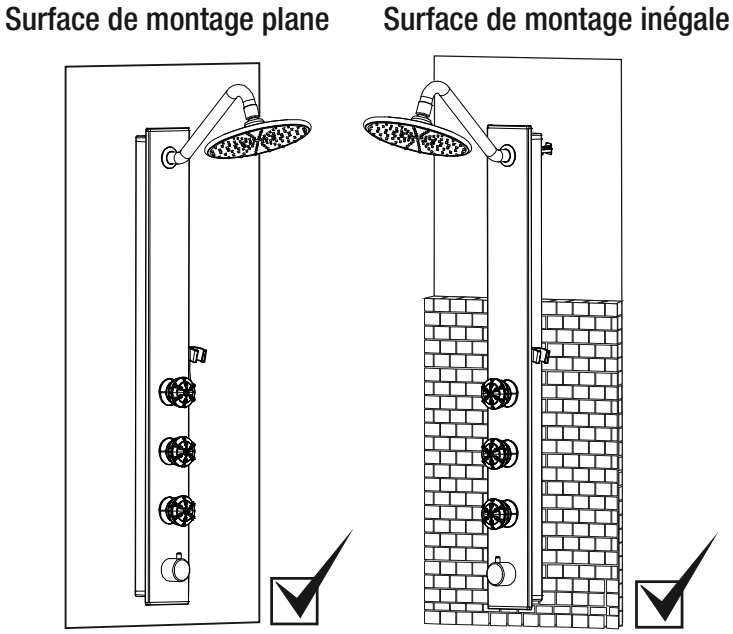

Fig. 1
1. Installation sur une surface plane et une surface décalée d'au plus 1 1/2 po (38 mm), voir Fig. 1.